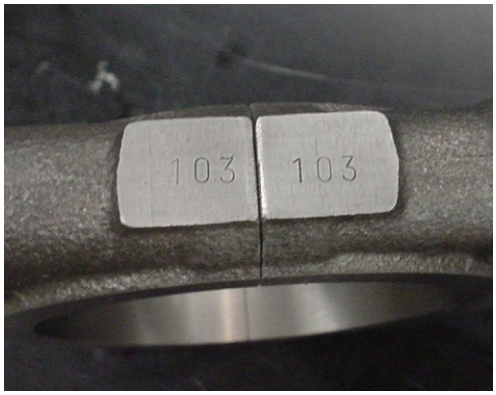
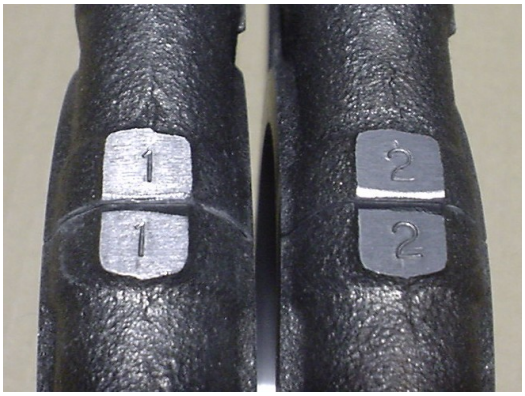

Fig. 5-25 Sequence Number
Fig. 5-26 Cylinder Number
- The connecting rod is assigned with a 3-digit sequence number on the rod and its cap (see Fig. 5-25).The cylinder number is inscribed on the other side as shown in Fig. 5-26. The disassembled connecting rod and cylinder should be arranged in pairs.